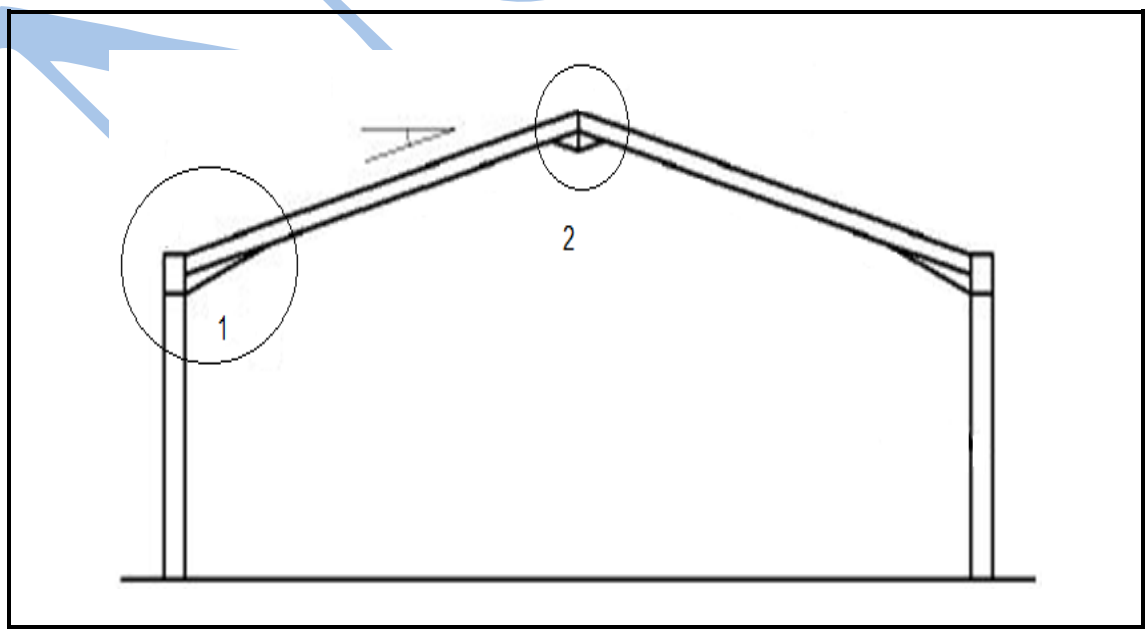

**FIGUUR 1** (15)
2.1 FIGUUR 1 toon 'n tipiese deursnee van 'n staalportaalraam vir 'n kerkgebou.